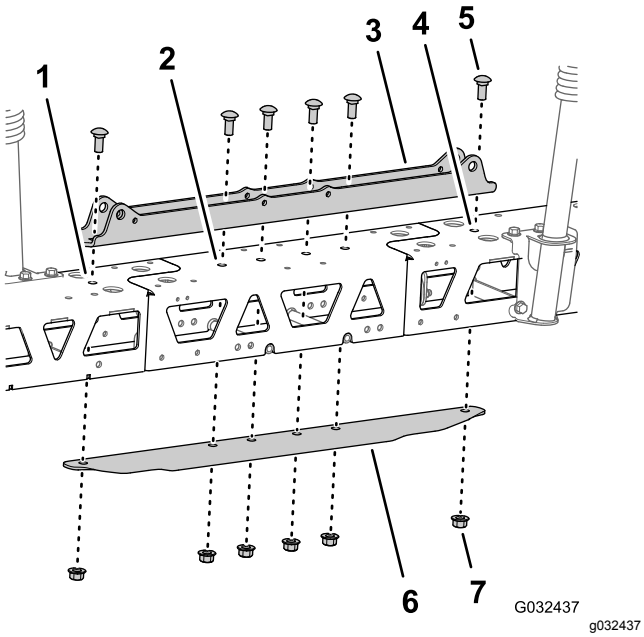

Figur 77
5. Rikta in hålen i cylinderfästet med hålen i mittlinjen på fackverksramen och förlängningen för centersprutrampen (Figur 77).
6. För in förankringsplattan i fackverksramen och förlängningen för centersprutrampen och rikta in hålen i förankringsplattan med hålen i mittlinjen på fackverken och förlängningen för sprutrampen (Figur 77).
7. Montera cylinderfästet, fackverken, förlängningen för centersprutrampen och förankringsplattan med de två vagnsskruvarna (1/2 x 1 1/4 tum) och de två flänslåsmuttrarna (1/2 tum) som du tog bort i steg 2 i Separera centersprutrampssektionens fackverk (sida 33), och de fyra vagnsskruvarna (1/2 x 1 1/4 tum) och fyra flänslåsmuttrarna (1/2 tum) från finputsningssatsen för GeoLink-sprutsystemet (Figur 77).